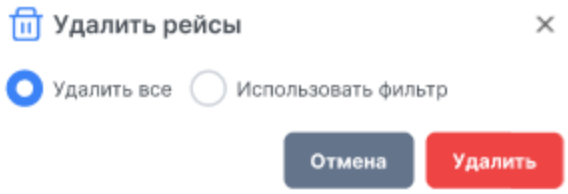

Рисунок 197 – Удаление всех рейсов
1. Нажать на Удалить, откроется окно удаления рейсов (рисунок 197).